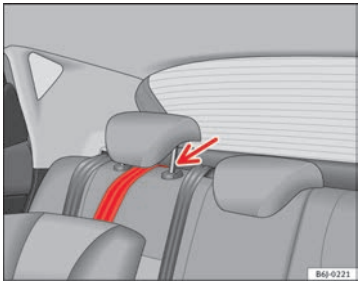

Fig. 28 Retainer strap: correct adjustment and fitting
– Guide the Top Tether fastening belt under the rear seat head restraint ⇒ Fig. 28 (lift the head restraint where necessary).